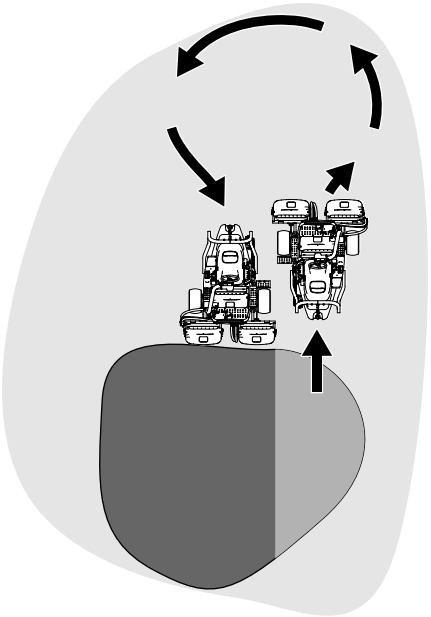

Figur 22
6. Du kan förkorta arbetstiden och underlätta uppställningen inför nästa klippvända genom att tillfälligt vända maskinen i motsatt riktning och sedan vända den i riktning mot den oklippta delen. Den här rörelsen utgör en droppformad sväng (Figur 22) som snabbt placerar dig i läge för nästa klippsträcka.